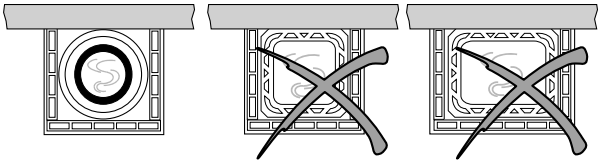

Fig. 6.1.3
- Il **COMIGNOLO** deve essere del tipo **ANTIVENTO** con sezione interna equivalente a quella della canna fumaria e sezione di passaggio fumi in uscita almeno **DOPPIA** di quella interna della canna fumaria (fig. 6.1.3).
- The **CHIMNEY** top shall be the **WINDPROOF** type with an inside cross section equivalent to the flue and with a smoke outlet passage section at least **DOUBLE** the internal one of the flue (fig. 6.1.3).